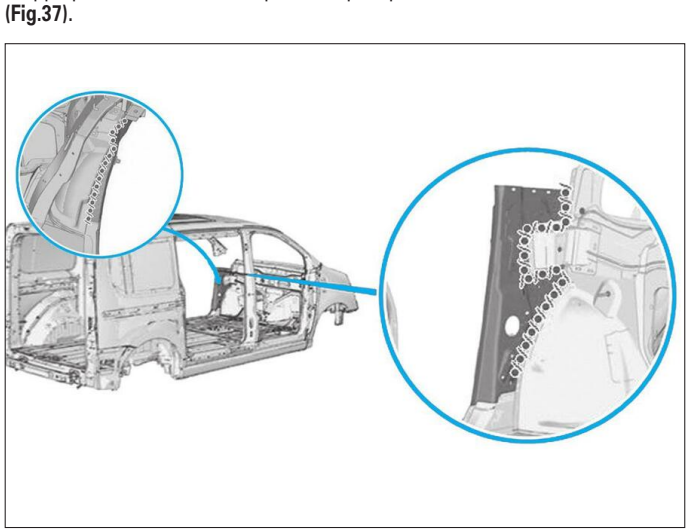

**FIG. 37**
• Appliquer une couche d'impression phosphatante sur la zone mise à nue **(Fig.37)**.